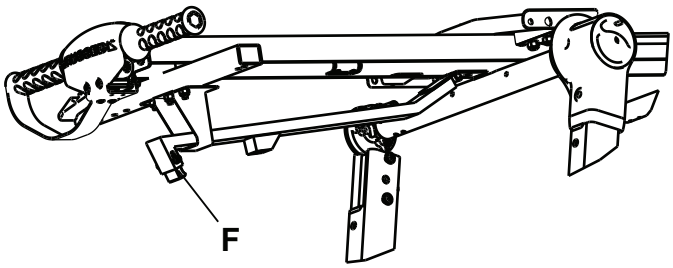

Figura 17 – Reglarea vârfului cârligului
2. Testați descărcarea tărgii dintr-un vehicul pentru a confirma că se conectează cârligul de siguranță cu placa de prindere. Utilizând o cheie Allen M5, reglați vârful cârligului (F), după cum este necesar, pentru a vă asigura că se conectează cârligul de siguranță și placa de prindere în timpul descărcării (Figura 17).